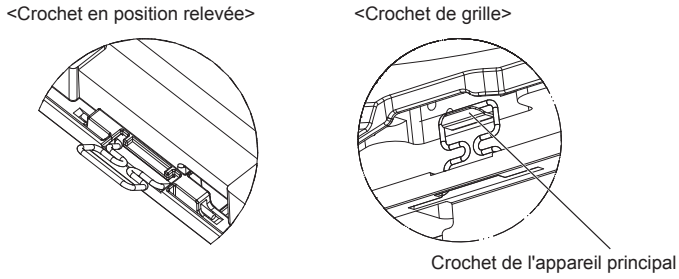

Fig. 10-5
- Alignez les trous de vis dans les coins de la grille avec les orifices de montage dans les coins de l'appareil principal, attachez les deux crochets de la grille sur les saillies du bac de récupération de l'appareil principal, et suspendez temporairement la grille. (Fig. 10-5)
- **Après avoir serré la vis, vérifiez que les deux crochets de la grille (Fig. 10-5) sont en prise avec les crochets de l'appareil principal.**